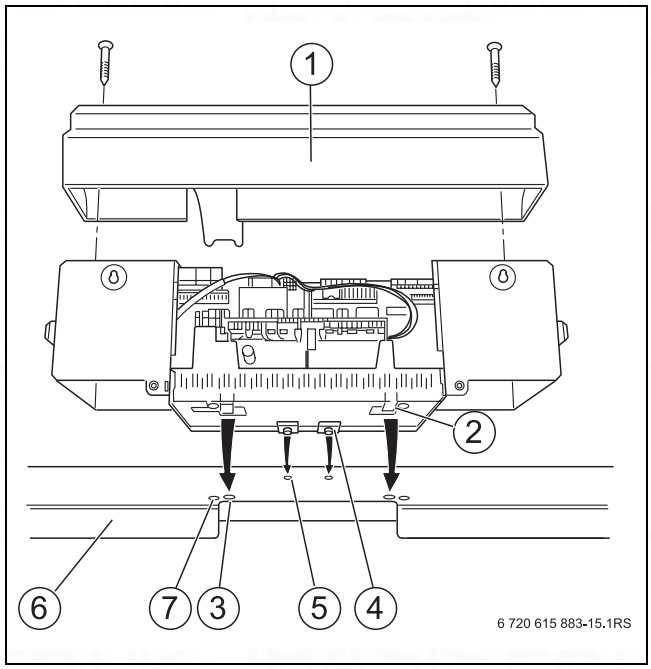

Fig. 17 Fitting the control unit
Fig. 17 shows the control unit and the front cover [1] from the back.
- Put the cover (→ Fig. 17, page 23) back on the control unit.
- Tighten screws (→ Fig. 17, page 23) to secure control unit cover.